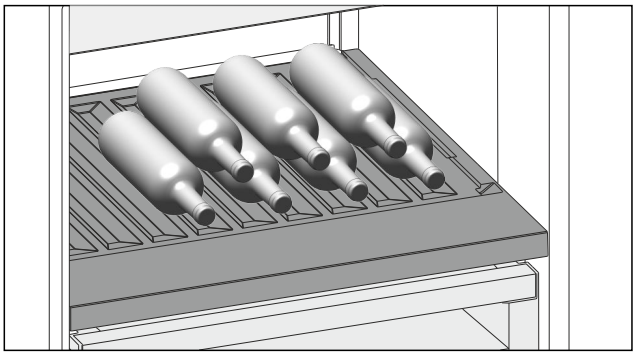

Fig. 187 Example illustration
▶ Place bottles in the back row with their bases against the back wall. (see Fig. 187)